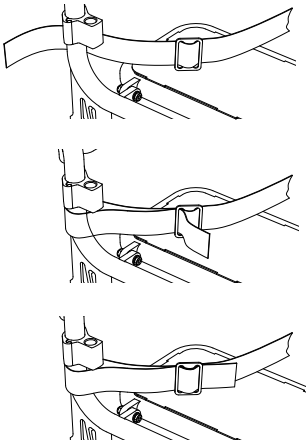

fig. 28
1. La ceinture de sécurité est fixée à l'arrière, à droite et à gauche du dossier du fauteuil roulant (fig. 28).